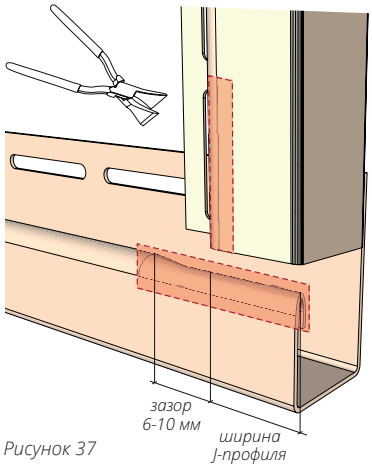
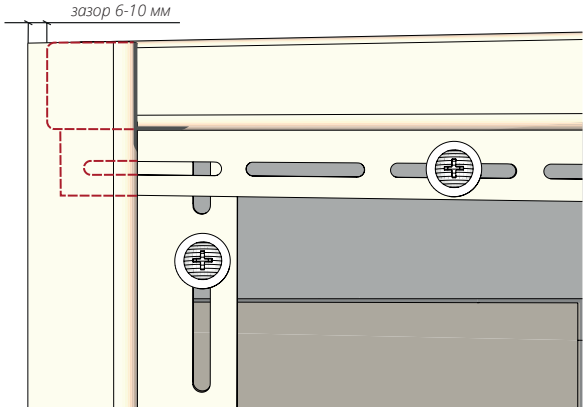

*Рисунок 37*
*Рисунок 38*
**14.2** Для соединения двух J-профилей под углом 90° - вариант №1, используя клещи, подо-жмите соединяемые края J-профилей на ширину лицевой части J-профиля плюс зазор на расширение 6-10 мм (рис. 37). Смонтируйте J-профили, оставив зазор на тепловое расширение 6-10 мм (рис. 38), соблюдая общие правила монтажа.